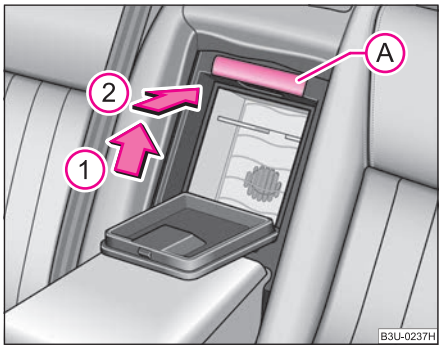
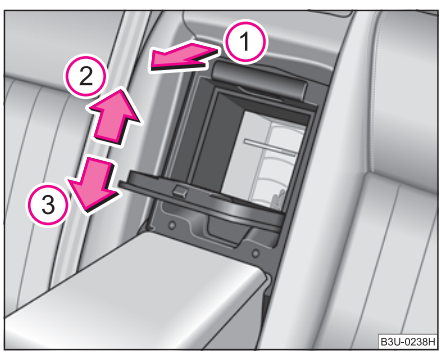

Fig. 77 Removing the cool box
Fig. 78 Installing the cool box
– Remove the locking mechanism (A) ⇒ fig. 77.
– Press open the upper side of the cool box from the inside in the direction of arrow (1) and put away the cool box in the luggage compartment (see arrow (2)).
– Fold the lid of the cool box onto the fixing frame ⇒ fig. 78.
– Pull the cool box forwards to the upper edge until the stop (see arrow (1)), press with the palm of the hand onto the upper wall (see arrow (2)), pull the box again forwards and press downwards (see arrow (3)).
– Push the locking mechanism (A) ⇒ fig. 77 up to the stop into the fixing frame.